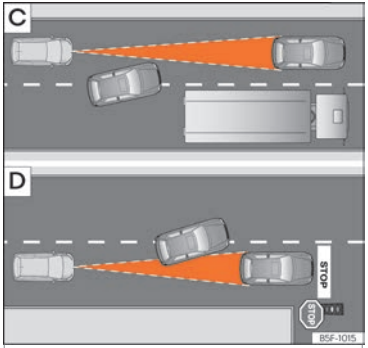

Fig. 162 C Vehicle changing lanes. D One vehicle turning and another stationary.
- Vehicles that move into your lane, a short distance from your vehicle ››› **Fig. 162** C.
The ACC does not react to stationary vehicles. If, for example, a vehicle detected by the ACC turns or moves over and there is a stationary vehicle in front of it, the ACC will not react to the second vehicle ››› **Fig. 162** D.